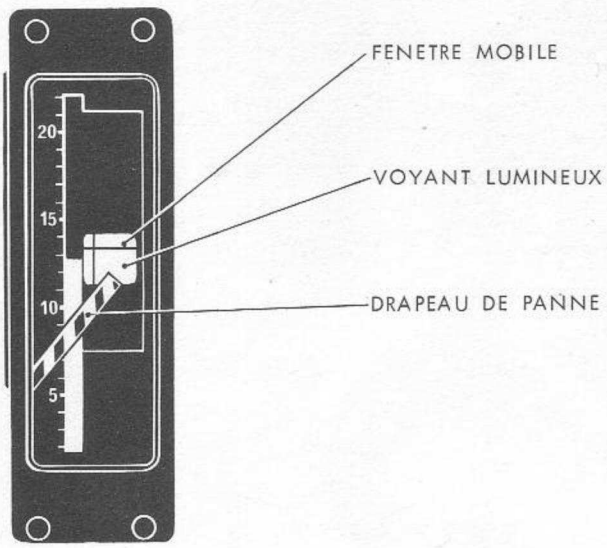

FIGURE 12
9.2.2.2 - Incidencemètre (Fig. 12)